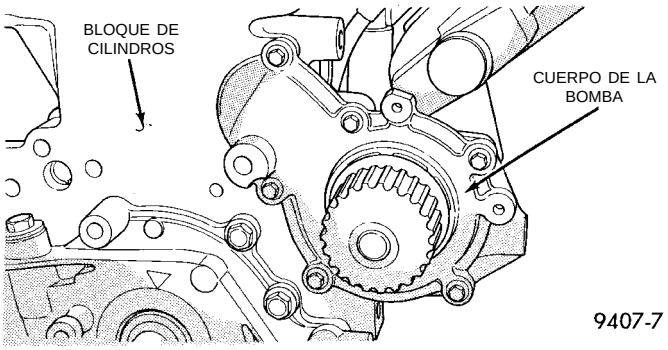

Fig. 14 Bomba de agua
(9) Retire los tornillos que fijan la bomba de agua al motor (Fig. 14).